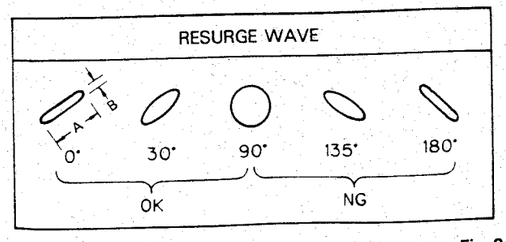

Fig. 2-2
(2) Playback the test tape; adjust the azimuth screw so that section A of the resurge wave form is maximum and section B is minimum. **Fig. 2-2**